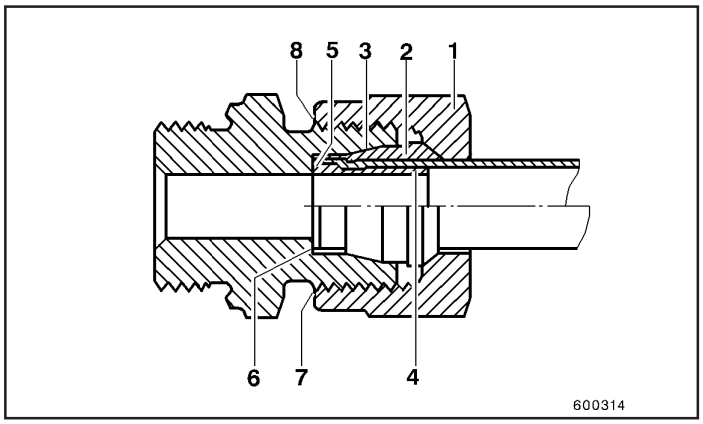

Fig.1
Em primeiro lugar, empurre a porca de união (1, Fig. 1) e, em seguida, a anilha de aperto (2) deslizando-as sobre o tubo. A extremidade mais rasa (3) da anilha de aperto deve estar voltada para a borda do tubo. Empurre a luva interna (4) introduzindo-a no tubo até que a borda (5) atinja a extremidade do tubo.